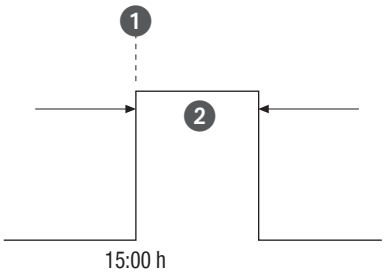

Fig. 31: Pulse switching
- (Fig. 31/❶) Start time
- (Fig. 31/❷) Duration = switching ON